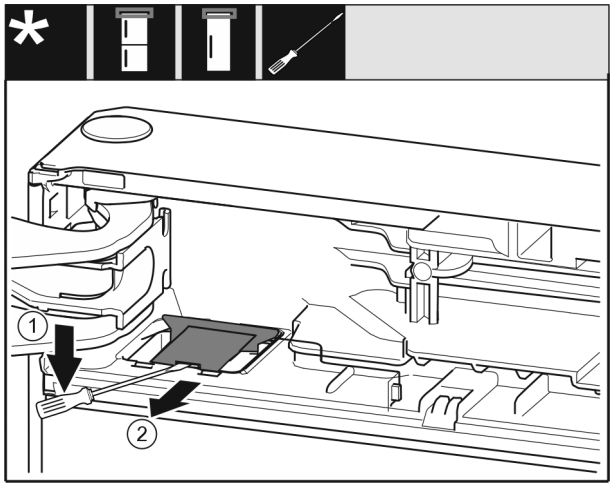

Fig. 11
▶ Atbrīvojiet pārsegu *Fig. 11 (1)* ar plakano skrūvgriezi.
▶ Izņemiet pārsegu *Fig. 11 (2)*.